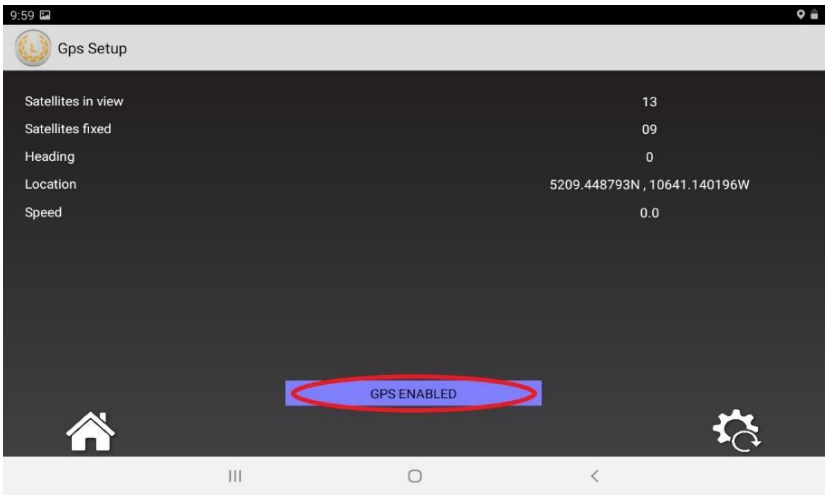

Figure 1.6
11. Ensure the blue box reads “GPS Enabled” if using GPS as your speed input. Tap the blue box to toggle it from disabled to enabled as in figure 1.6.